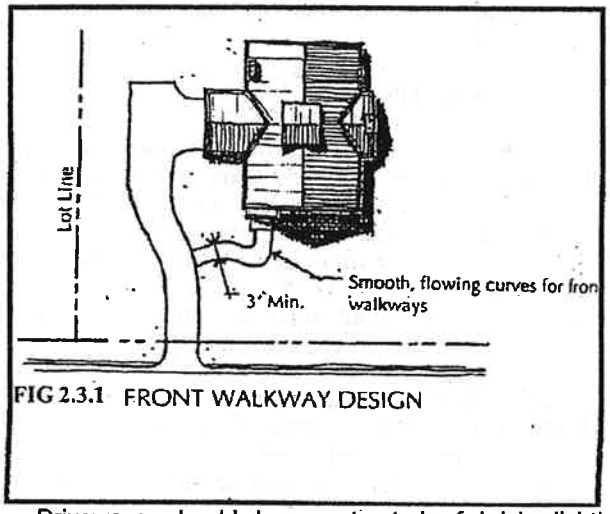

FIG 2.3.1 FRONT WALKWAY DESIGN
Driveways should be constructed of brick, lightly brushed concrete with a smooth trowelled decorative edge or asphalt, unless another material is approved for a particular Lot by the ACC. On cul-de-sac lots, circular drives with two (2) street entrances will not be permitted. Driveway width should be 12' except at garage backup area. (See Figure 2.3.1)